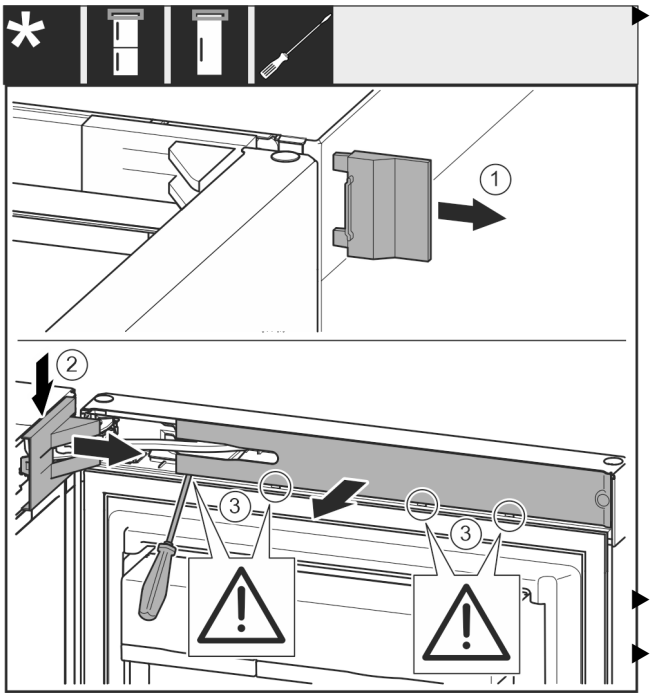

Fig. 7
▶ Äußere Abdeckung abnehmen. *Fig. 7 (1)*
▶ Lagerbockabdeckung ausrasten und lösen. Lagerbockabdeckung abnehmen. *Fig. 7 (2)*
▶ Blende mit Schlitzschraubendreher ausrasten und zur Seite schwenken. *Fig. 7 (3)*